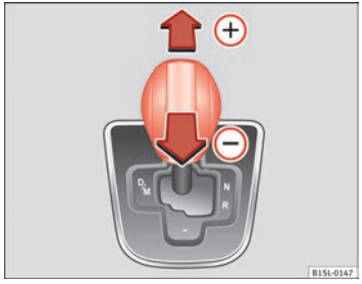

Fig. 92 Lever in the Tiptronic position
- Press the lever forwards ⊕ or backwards ⊖ to move up or down a gear ⇒ Fig. 92.